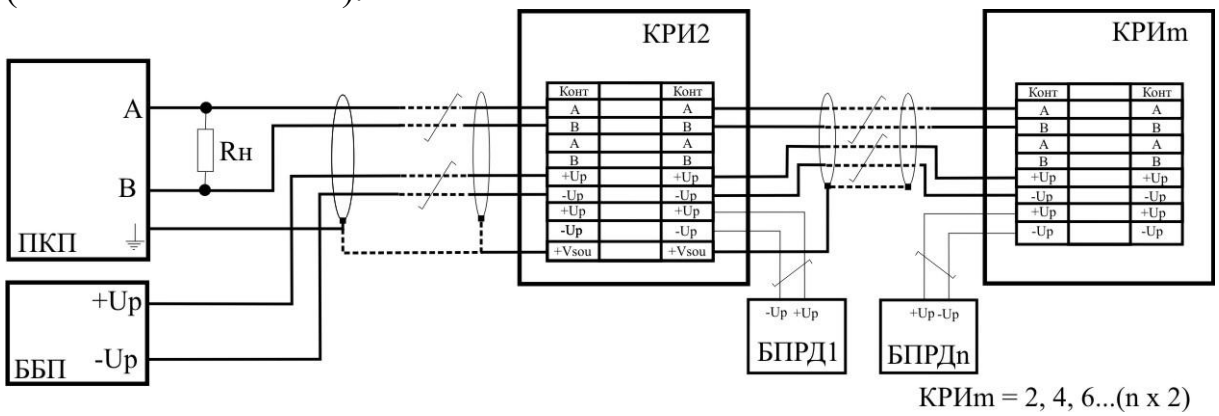
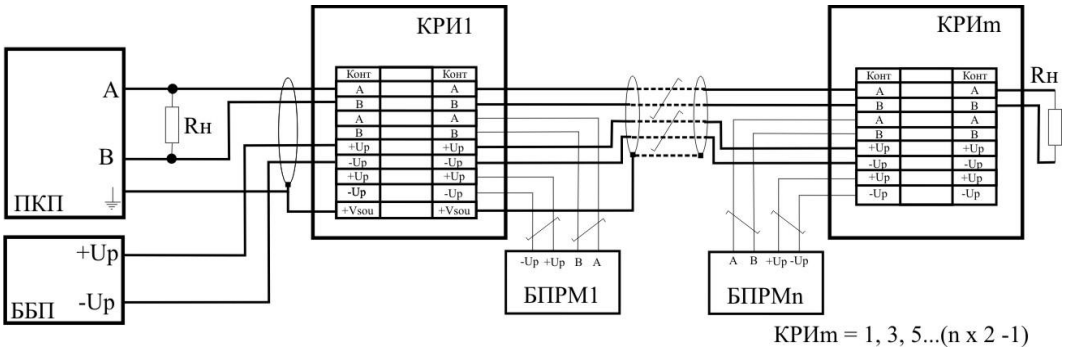

Рис. 10.3
Рис.10.4
10.6.2 ***Кабель БПРД*** подключить к зажимам КРИ (КССТ-2, КССТ-1, КС-1, КС-2 или др.) в соответствии с маркировкой, рис.10.3 и табл. 10.3. (табл. 10.4 для модификации «С»). На КРИ последнего БПРД можно не подключать линию связи RS-485 (контакты «А» и «В»).
10.6.3 ***Кабель БПРМ*** подключить* к зажимам КРИ* в соответствии с маркировкой на КРИ (КССТ-1, КССТ-2, КС-1, КС-2), рис. 10.4 и в табл. 10.5 (в табл. 10.6 для модификации «С»). На рис. 10.3 показаны только подключения БПРМ, начи-